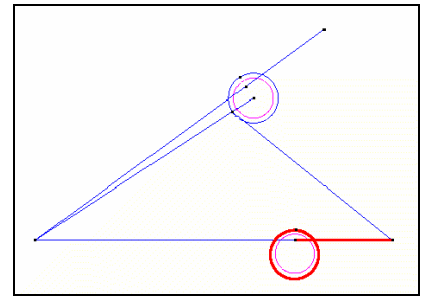

Figure 11. Intersecting lines
7. Choose the option **Geometry→Edit→Intersection→ Line-line** in order to make another intersection between the lower circle and the line segment between point (40, 0) and point (55, 0) (see Figure 11).